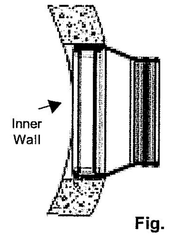

Fig. 2
2. Position assembly so that it is flush with the inner wall of the manhole at top and bottom of hole (Fig. 2) and/or assuring full contact of the Korband.